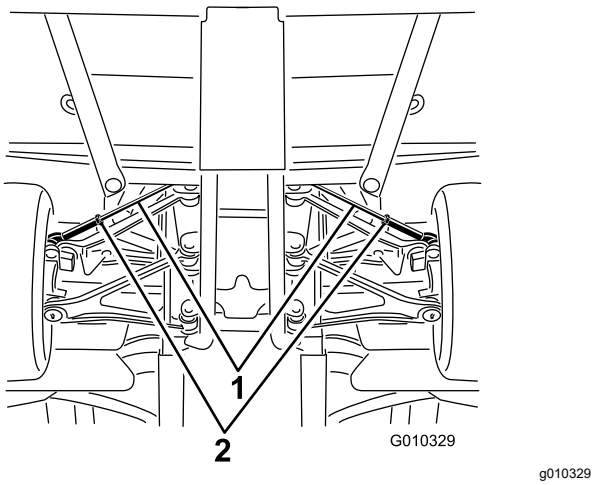

Figur 58
A. Lossa kontramuttern i mitten på dragstången (Figur 58).